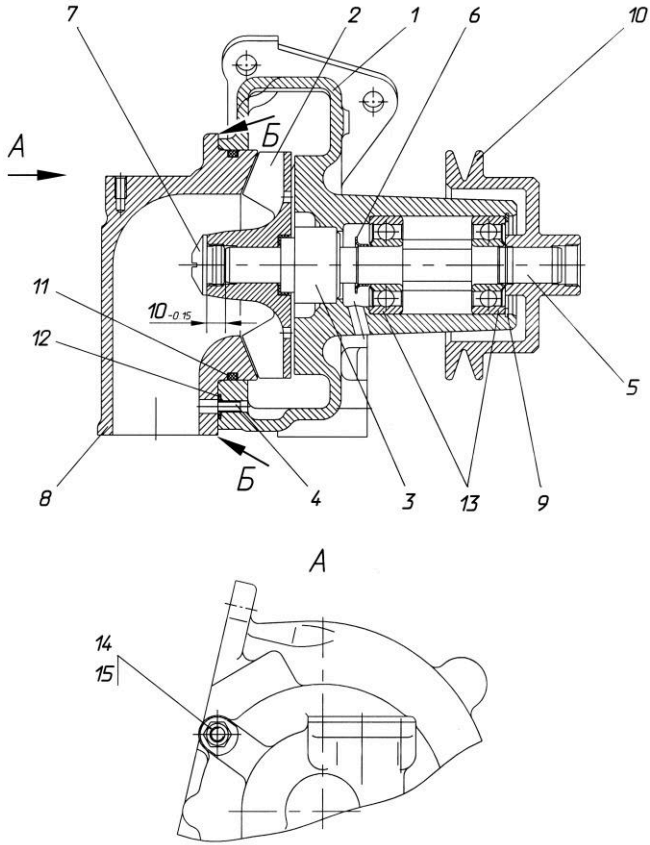

Рис. 13. Водяной насос:
5. Отвернуть гайки 14 (рис. 13) патрубка 8.
13. Выпрессовать из корпуса 1 вал 5 с водосбрасывателем 6 и подшипниками 13 (см. рис. 13).
2. Напрессовать на вал 5 (рис. 13) подшипники 13 и водосбрасыватель 6. При этом необходимо:
9. Напрессовать крыльчатку 2 в сборе с манжетой и уплотнительной втулкой на вал 5 (рис. 13). При этом необходимо:
– установить крыльчатку ив валу в размер $10_{-0,15}$ мм (рис. 13) между торцом вала и торцом ступицы крыльчатки. Для этого необходимо при запрессовке установить на торец вала диск диаметром не более 13 мм и высотой $10_{-0,15}$ мм.